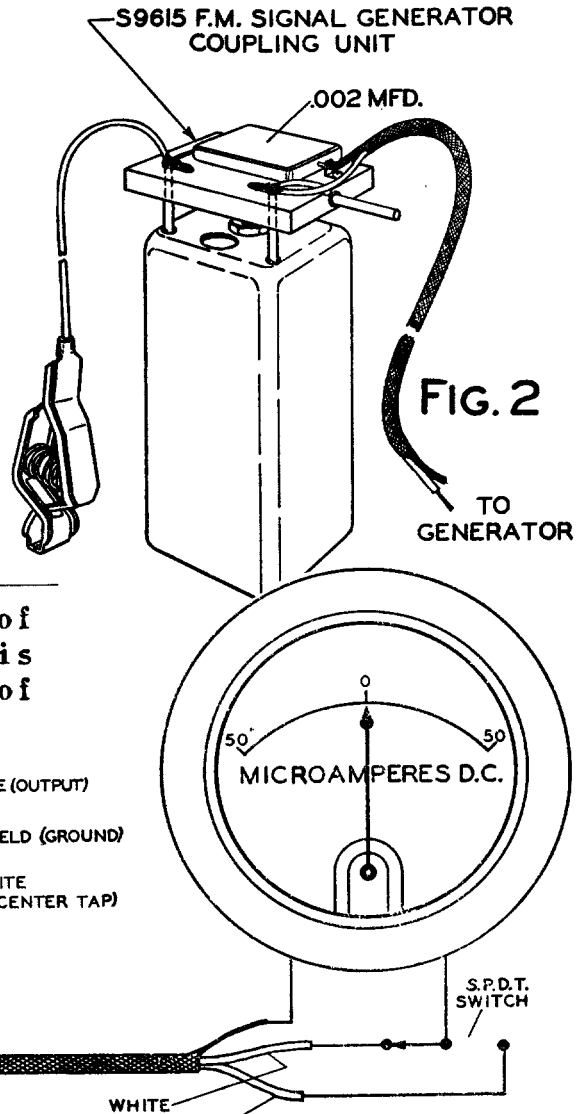

FIG. 2
Holes have been placed at the top of all the FM IF transformer shields so that a signal generator may be connected across the transformer secondaries to facilitate alignment. (see fig. 2) A vey high input signal will be necessary to get an output indication for the discriminator alignment. Should the generator be unable to supply sufficient signal, the Discriminator input stage may be aligned first in order that its gain may be utilized to raise the input signal to the discriminator.
2. Feed an unmodulated signal, at the IF frequency, through the dummy antenna (fig. 2) to the 3rd IF transformer secondary. (The IF frequency is stamped on the IF transformer shields.) Adjust the slug B4 for resonance. Rotating the slug B4 through the resonance point will cause the output meter to swing through zero from positive to negative or vice versa. A zero reading on the meter indicates the desired resonance point.
6. (Meter at HALF load) Connect the generator to the converter grid. A small socket is provided near the converter tube which will accommodate the side pin of the #S9615 Dummy Antenna assembly (Fig. 2) to facilitate this generator connection. Adjust the 1st IF transformer trimmers A1 B1 for maximum output.